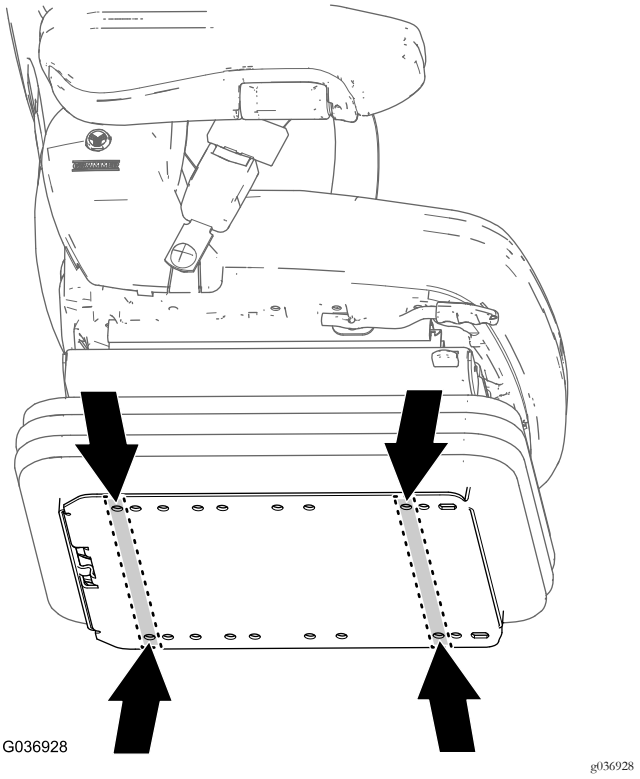

Figure 16
1. Sur la plaque inférieure du nouveau siège, localisez les trous de fixations du siège à votre machine (Figure 16).